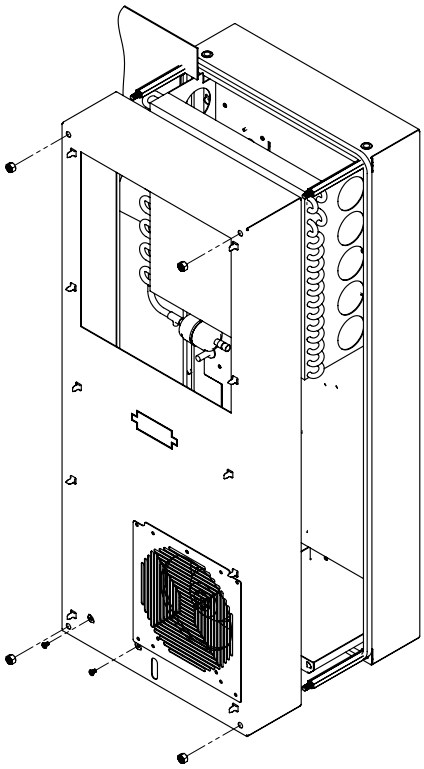

Figure 5
8. Setzen Sie die hintere Schrankhälfte in den Montageausschnitt ein und sichern Sie sie mit den vier Abstandshaltern (siehe Abbildung 5 auf Seite 9).